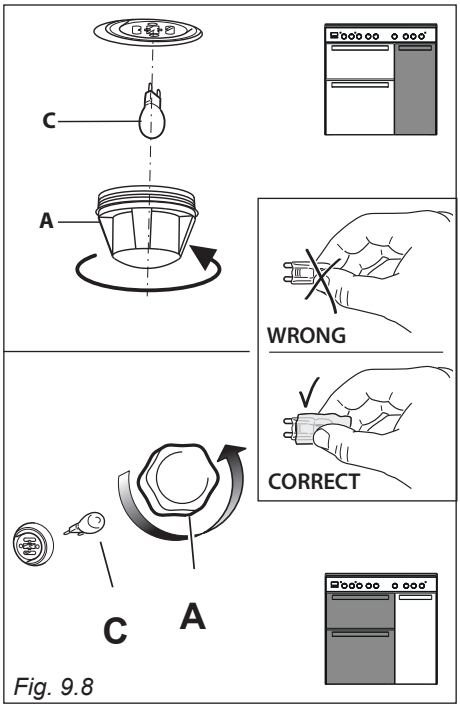

Fig. 9.8
- Remove the protective cover "**A**" (fig. 9.8).